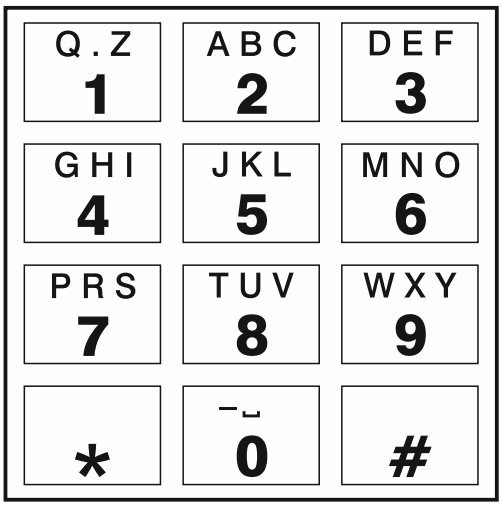

Fig. 54. Assignment of alphanumeric characters to telephone keypad.
- three letters correspond to each numeric key (see: Fig. 54);